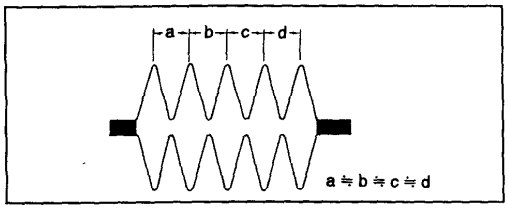

Fig. 4-11.
4-7. CUE AND REV WAVEFORM CHECK (See Fig. 4-11.)
1) Play back the alignment tape for tracking adjustment and set the REV mode. Confirm that waveform peaks maintain a constant pitch of 5 seconds or more (See Fig. 4-11). In case pitch is not constant, perform section 4-4. Tracking Fine Adjustment and section 4-6. No. 7 Guide Adjustment.
2) Set the CUE mode. Confirm that waveform peaks still maintain a constant pitch of 5 seconds or more (See Fig. 4-11). Otherwise, perform section 4-4. Tracking Fine Adjustment.